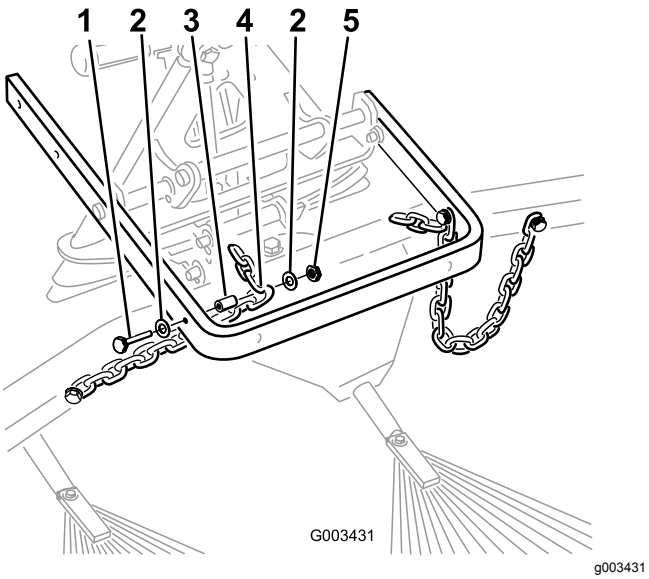

Figur 10
8. Fastgør det tredje forbindelsesled på hver kæde på ydersiden af løftearmen (Figur 10) vha. en bolt (⅜" x 2½"), 2 spændeskiver (⅜" x ⅞"), en afstandsbøsning og en møtrik (⅜").